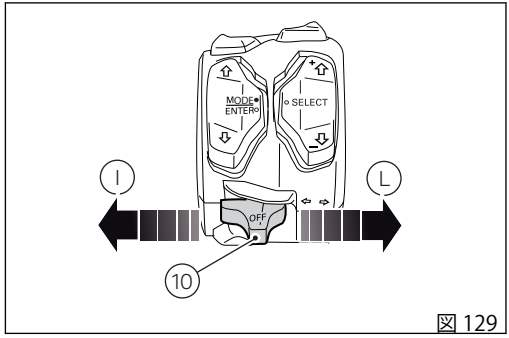

図 129
Key-OFF を実行すると、パーキングライトの点灯画面が表示されます。ボタン (10、図 129) をポジション (I) に長く押すと、パーキングライトが点灯します。